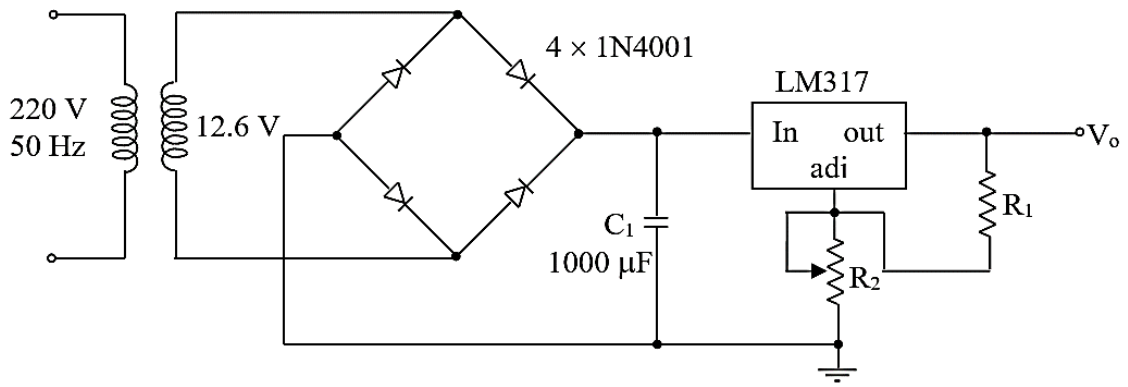
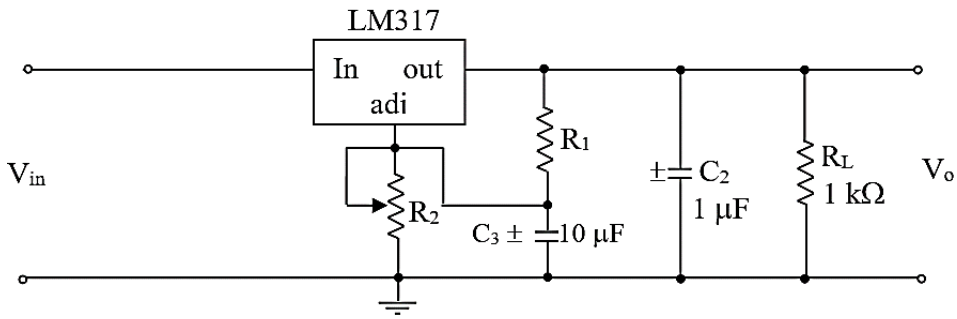

Figure 1
Figure 2
The LM317 is an adjustable 3-terminal positive voltage regulator capable of supplying different DC voltage outputs other than the fixed voltage power supply of + 5 or + 12 V or as a variable output voltage from a few volts up to some maximum value, all with currents of about 1.5 A. Figure 1 shows a circuit diagram of an adjustable linear power supply constructed using LM317.
Figure 2 shows an extended version of the circuit in Figure 1, with C_2 and C_3 attached in parallel with the load and R_2, respectively.
1. Connect the circuit shown in Figure 1. Use 220 Ω resistor and 2 kΩ potentiometer as R_1 and R_2, respectively.
5. Remove the AC voltage from the circuit of Figure 1 and then disconnect potentiometer R_2 from it. Measure the value of R_2 using a digital multimeter. Enter the measured value.
8. Reconnect the circuit as shown in Figure 1 for 10 V. However, connect the capacitor C2 across the output terminals this time, as shown in Figure 2. Then observe the output waveform using the oscilloscope. Draw the output waveform. Measure the output voltage using a digital multimeter.
9. Now connect capacitor C_3 across R_2, as shown in Figure 2. Again, using the oscilloscope, observe the output waveform and draw it. Measure the output voltage using a digital multimeter.
2. Explain the operation of the circuit shown in Figure 1.
3. In the circuit of Figure 2, what are the functions of capacitors C_2 and C_3?
4. When high values of external capacitors are used with the LM317 for outputs greater than 25 V, it is sometimes necessary to add protection diodes to prevent the capacitors from discharging through low current points into the regulator. Include the diodes with proper connections in the circuit of Figure 2 and redraw it.